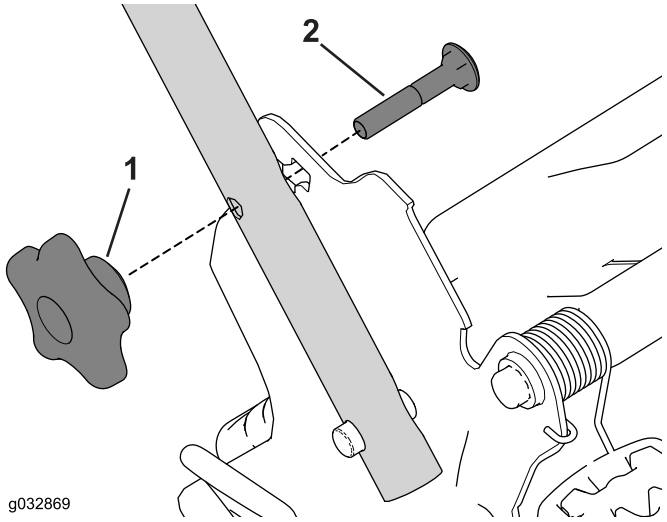

Bild 27
1. Entfernen Sie die 2 Griffhandräder sowie die 2 Schlossschrauben von den Handgriffhalterungen (Bild 27) und heben Sie sie auf.